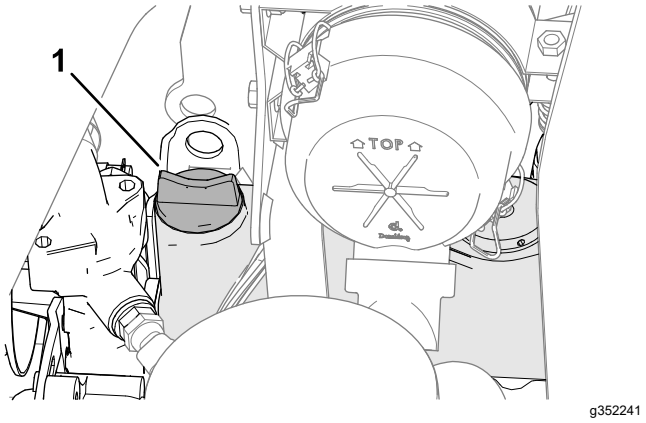

Figur 73
5. Om oljenivån är låg tar du bort oljepåfyllningslocket (Figur 73) och tillsätter gradvis små mängder olja samtidigt som du kontrollerar att nivån når FULL på oljestickan.